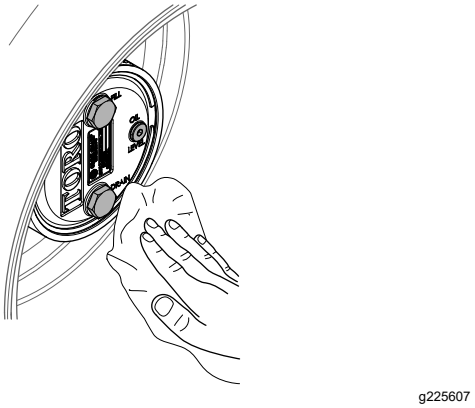

Figur 103
3. Tør planetdrevet og bremsehusene af (Figur 103).